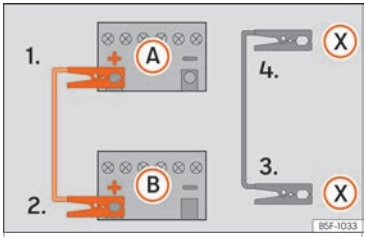

Fig. 44 Diagram of connections for vehicles with Start Stop system
4b. *In vehicles with a Start-stop system:* connect one end of the *black* jump lead (X) to a suitable ground terminal, to a solid piece of metal in the engine block, or to the engine block itself ››› **Fig. 44**.
5. Connect the other end of the *black* jump lead (X) to a solid metal component bolted to the engine block or to the engine block itself of the vehicle with the flat battery. Do not connect it to a point near the battery (A).